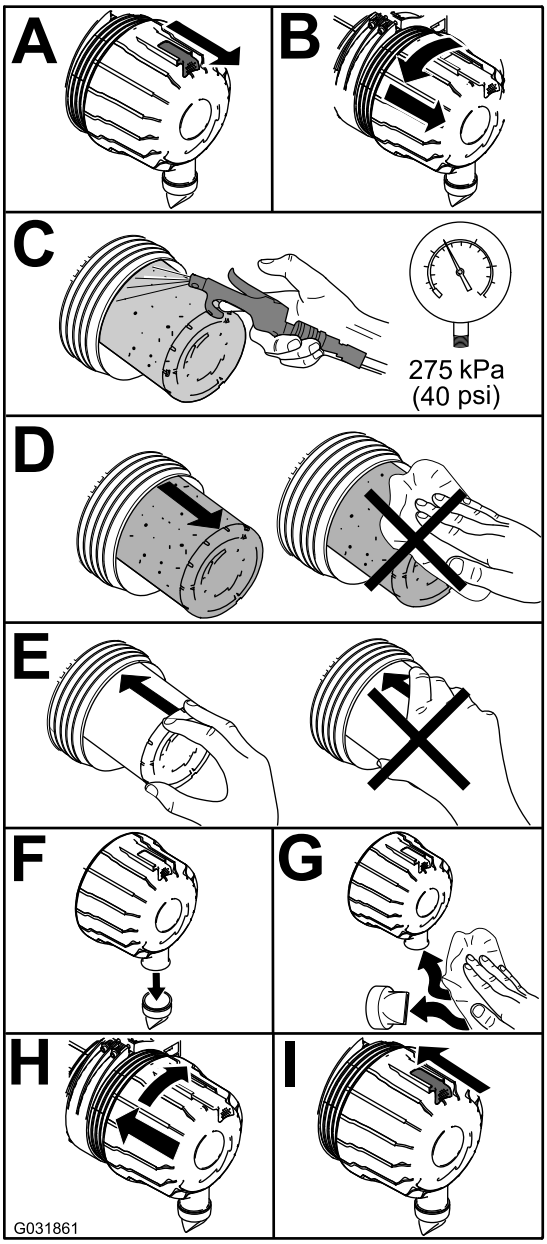

Figur 45
1. Byt ut den primära luftrenarinsatsen (Figur 45).